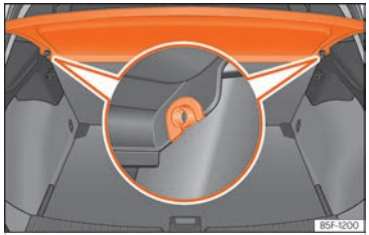

Fig. 176 Al maleter: desmuntar i muntar la safata.
- Desencaixeu la safata dels suports laterals ››› fig. 176 estirant-la cap amunt i extraieu la safata.
- Introduïu la safata horitzontalment fent coincidir la "ferradura" sobre l'eix dels suports ››› fig. 176, i premeu cap avall fins que encaixin.